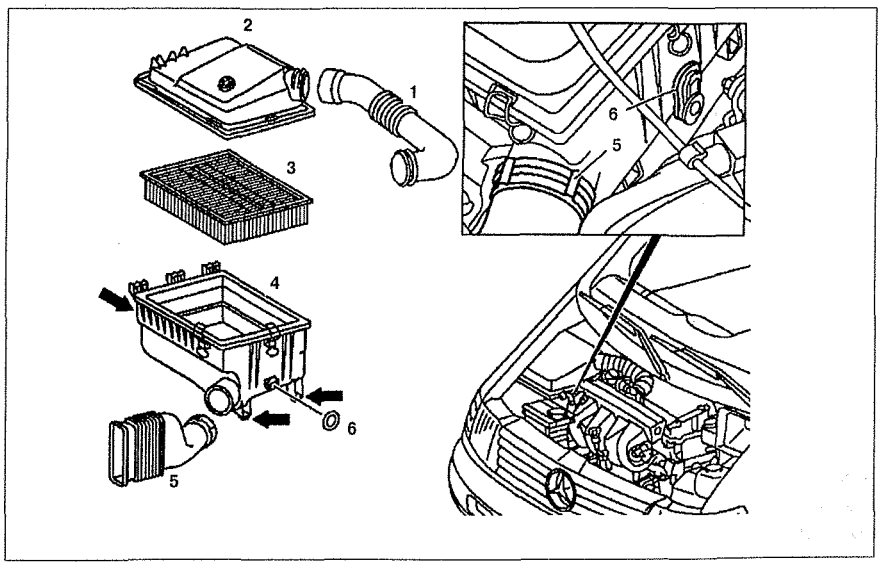

Рис. 2.2. Воздушный фильтр:
2. Отсоедините воздушную впускную трубу **1** от крышки воздушного фильтра **2** (см.рис.2.2).